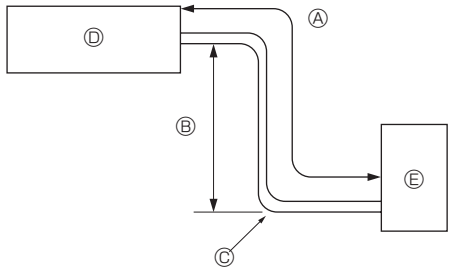

Fig. 2-1
2.1. Rohrleitung für Kältemittel (Fig. 2-1)